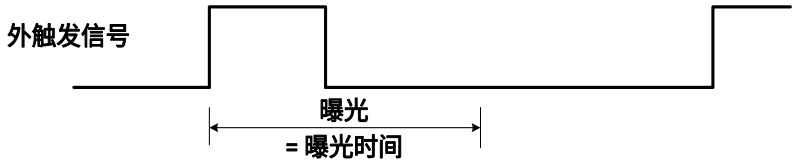

图 8-26 上升沿触发定时曝光模式时序图
- 若启用上升沿触发，曝光会在触发信号上升时开始，一直持续到曝光时间结束，如图 8-26 所示